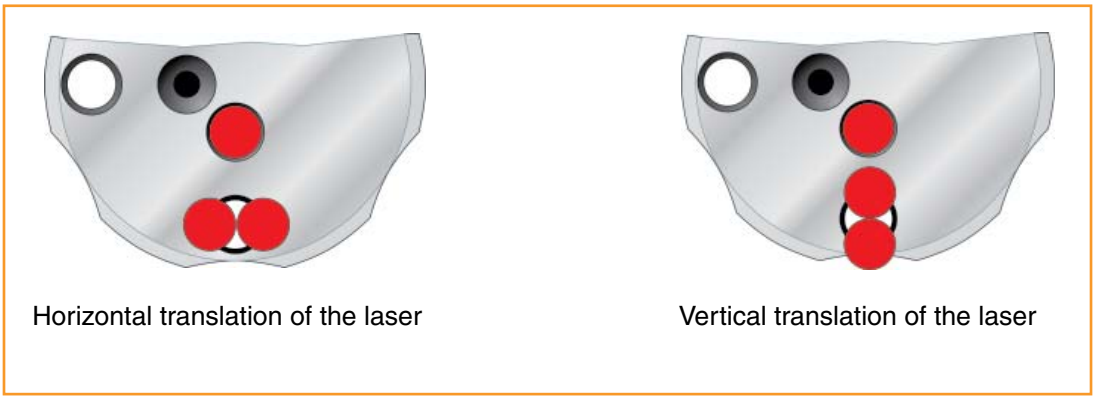

Figure 18
8. Figure 18 above shows how the beam should be aligned on the detector aperture when the indexer is in a locked and an unlocked state.